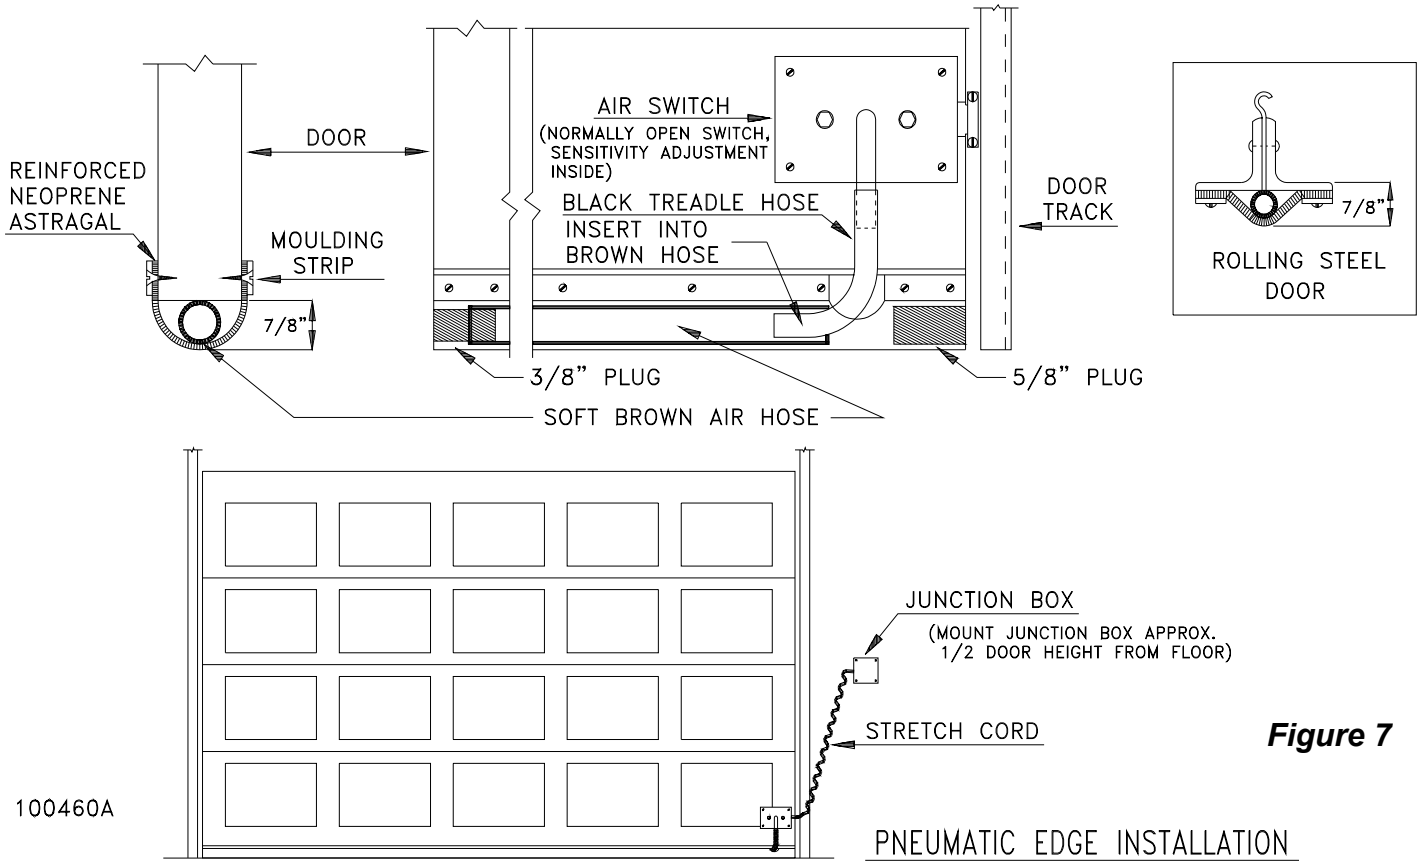

*Figure 7*
**Note: Most AU Series model operators are pre-wired for door reversing edge components. To comply with code requirements, the door reversing edge components must be installed and wired to the operator. Refer to Figure 7 and 8 for Edge component wiring and installation.**